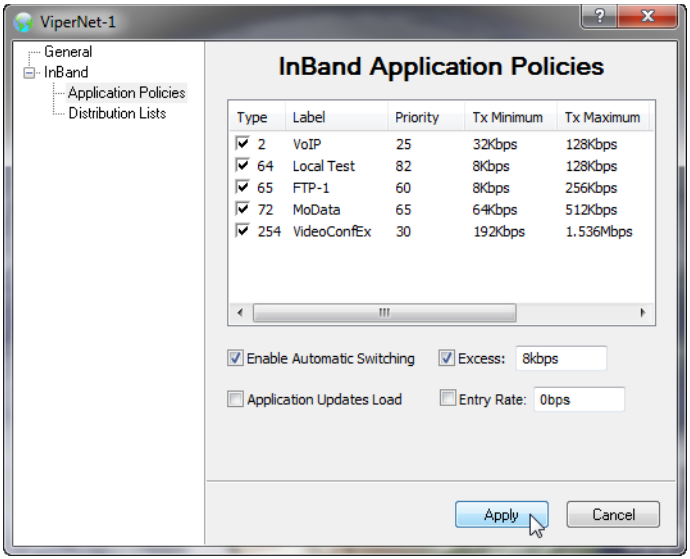

Figure 3-86 Application Policies Table, Network
4. Repeat this process of adding policies to build the policy table (figure 3-86).